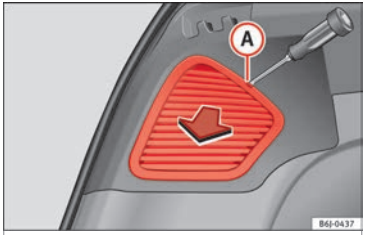

Fig. 198 Lights on the side.
– Remove the lid with a flat screwdriver, placing it in notch (A) ››› **Fig. 198**.